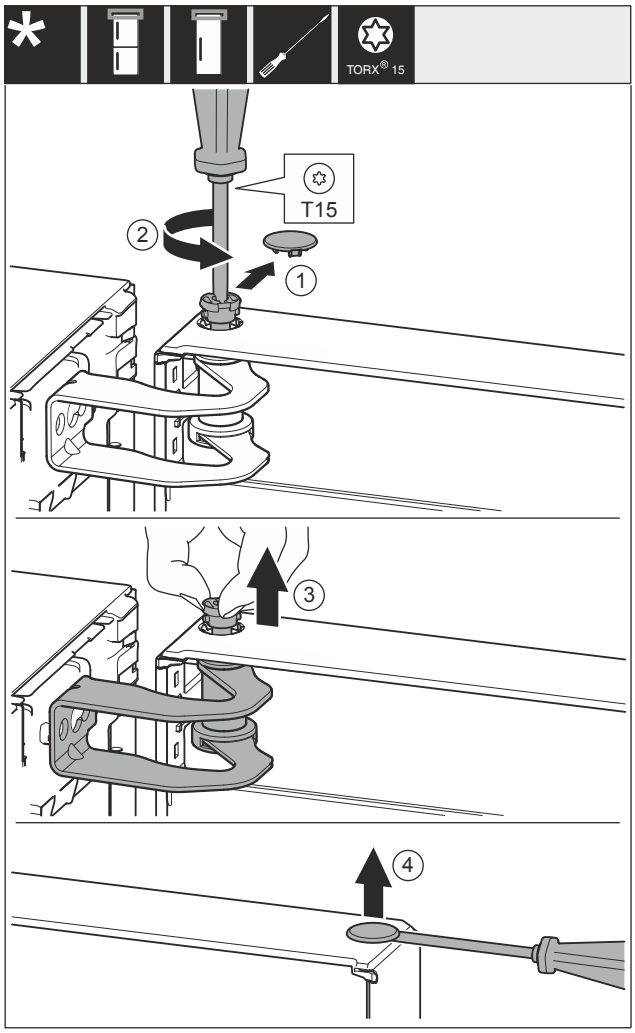

Fig. 10
▶ Abdeckung *Fig. 10 (1)* vorsichtig entfernen.
▶ Bolzen *Fig. 10 (2)* mit Schraubendreher ein Stück herausdrehen.
▶ Bolzen *Fig. 10 (3)* mit den Fingern herausziehen.
▶ Abdeckung *Fig. 10 (4)* vorsichtig mit einem Schraubendreher anheben und entfernen.